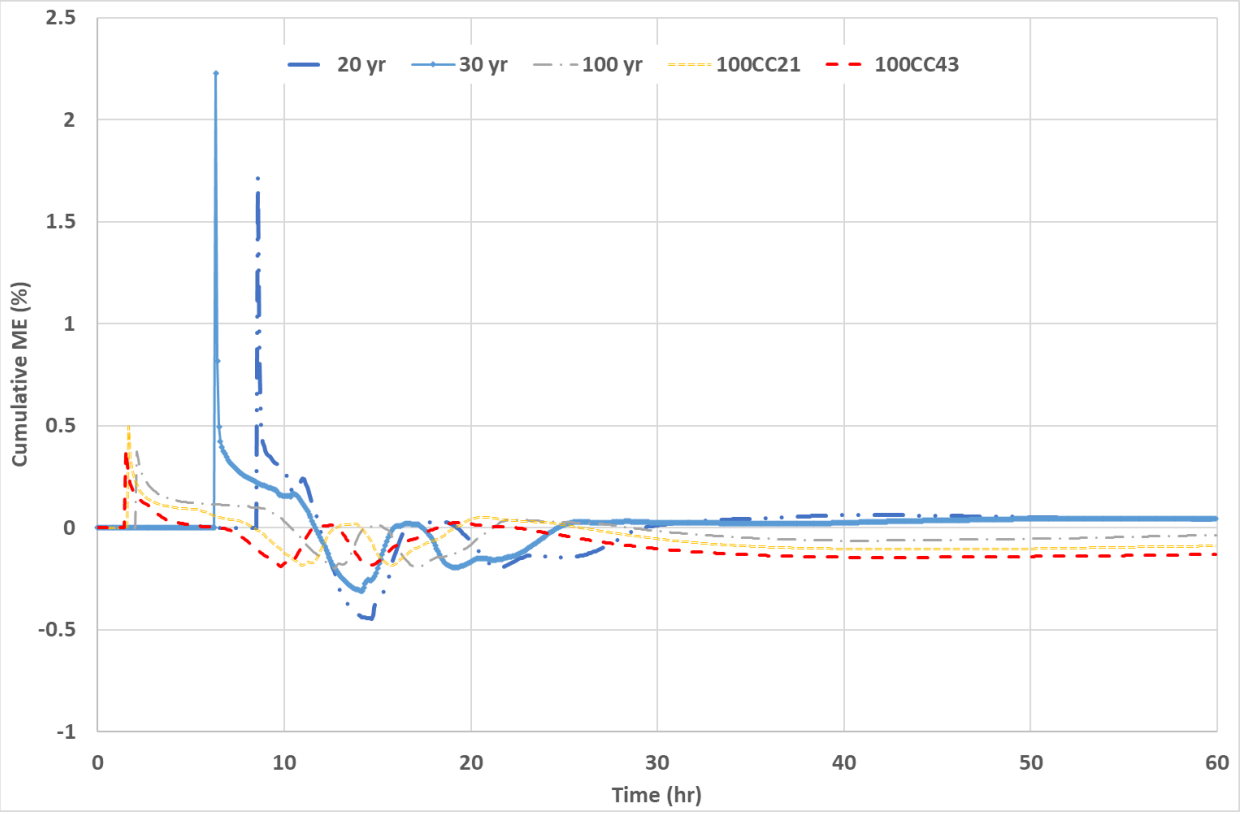

Figure 2.2: Cumulative Mass Error within 2D TUFLOW model
2.2.3 The 2D cumulative mass error is outputted during the model simulation for the different flood events (see **Figure 2.2**). This value provides an understanding of the stability of the model as well as the robustness of the model and its ability to stimulate a flood event accurately. A model is considered healthy if it falls between the recommended range of +/- 1% throughout the simulation. **Figure 2.2** shows that the model falls well below to this range for all flood events (within the range of -0.5%~0.2%) except only two data points during 20- and 30-year flood events. The Cumulative ME (%) is around 1.7% at 8.58h and 2.2% at 6.3h during 20- and 30-year flood events respectively. The probable reason for the high cumulative ME (%) is the initiation of flooding in the 2D domain of the model. As such this is not deemed to be of significant concern to the model's overall performance.